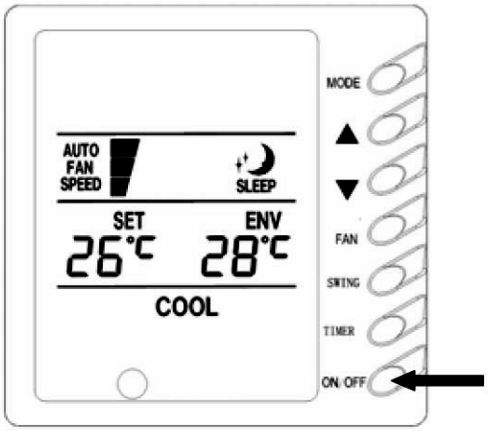

Abb. 2
1) Gerät Ein-/Ausschalten (Abb. 2)